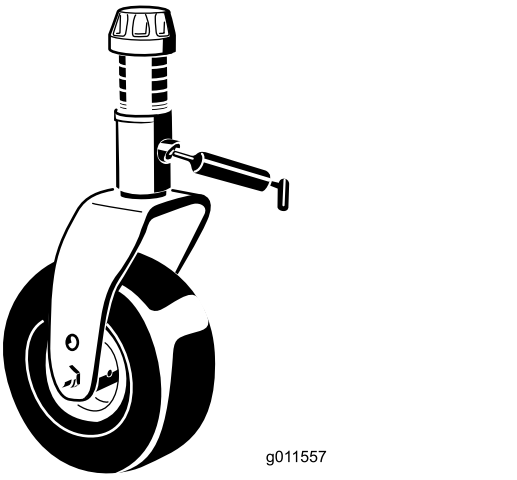

Figur 43
- 2 bussningar för hjulgaffelaxeln (Figur 43)